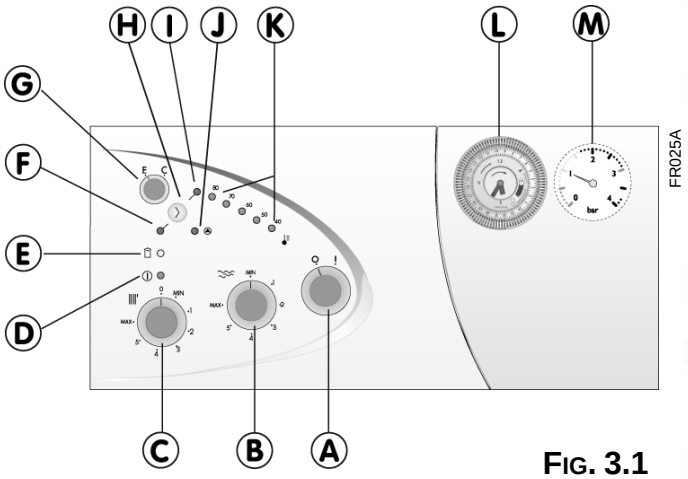

Fig. 3.1
- Supply power to the boiler by turning the On/Off switch **"A"** (see **Fig.3.1**) - the L.E.D. **"D"** will illuminate - turn the selector knob **"C"** to the winter /central heating position. This will start the circulation pump. After 7 seconds, the boiler will signal a shutdown due to ignition failure. Leave the boiler as it is until all of the air has been bled from the lines.